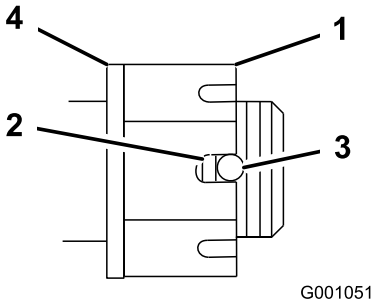

Figuur 49
4. Draai de gleufmoer aan met een torsie van 170 Nm (Figuur 49).
5. Controleer de afstand van de onderkant van de gleuf in de moer tot de binnenrand van de opening. Er mogen maximaal twee schroefdraden zichtbaar zijn (Figuur 49).
7. Draai de gleufmoer aan met een torsie van 170 Nm (Figuur 49).
8. Draai de moer aan totdat de volgende serie gleuven recht tegenover de opening in de as staan (Figuur 49).